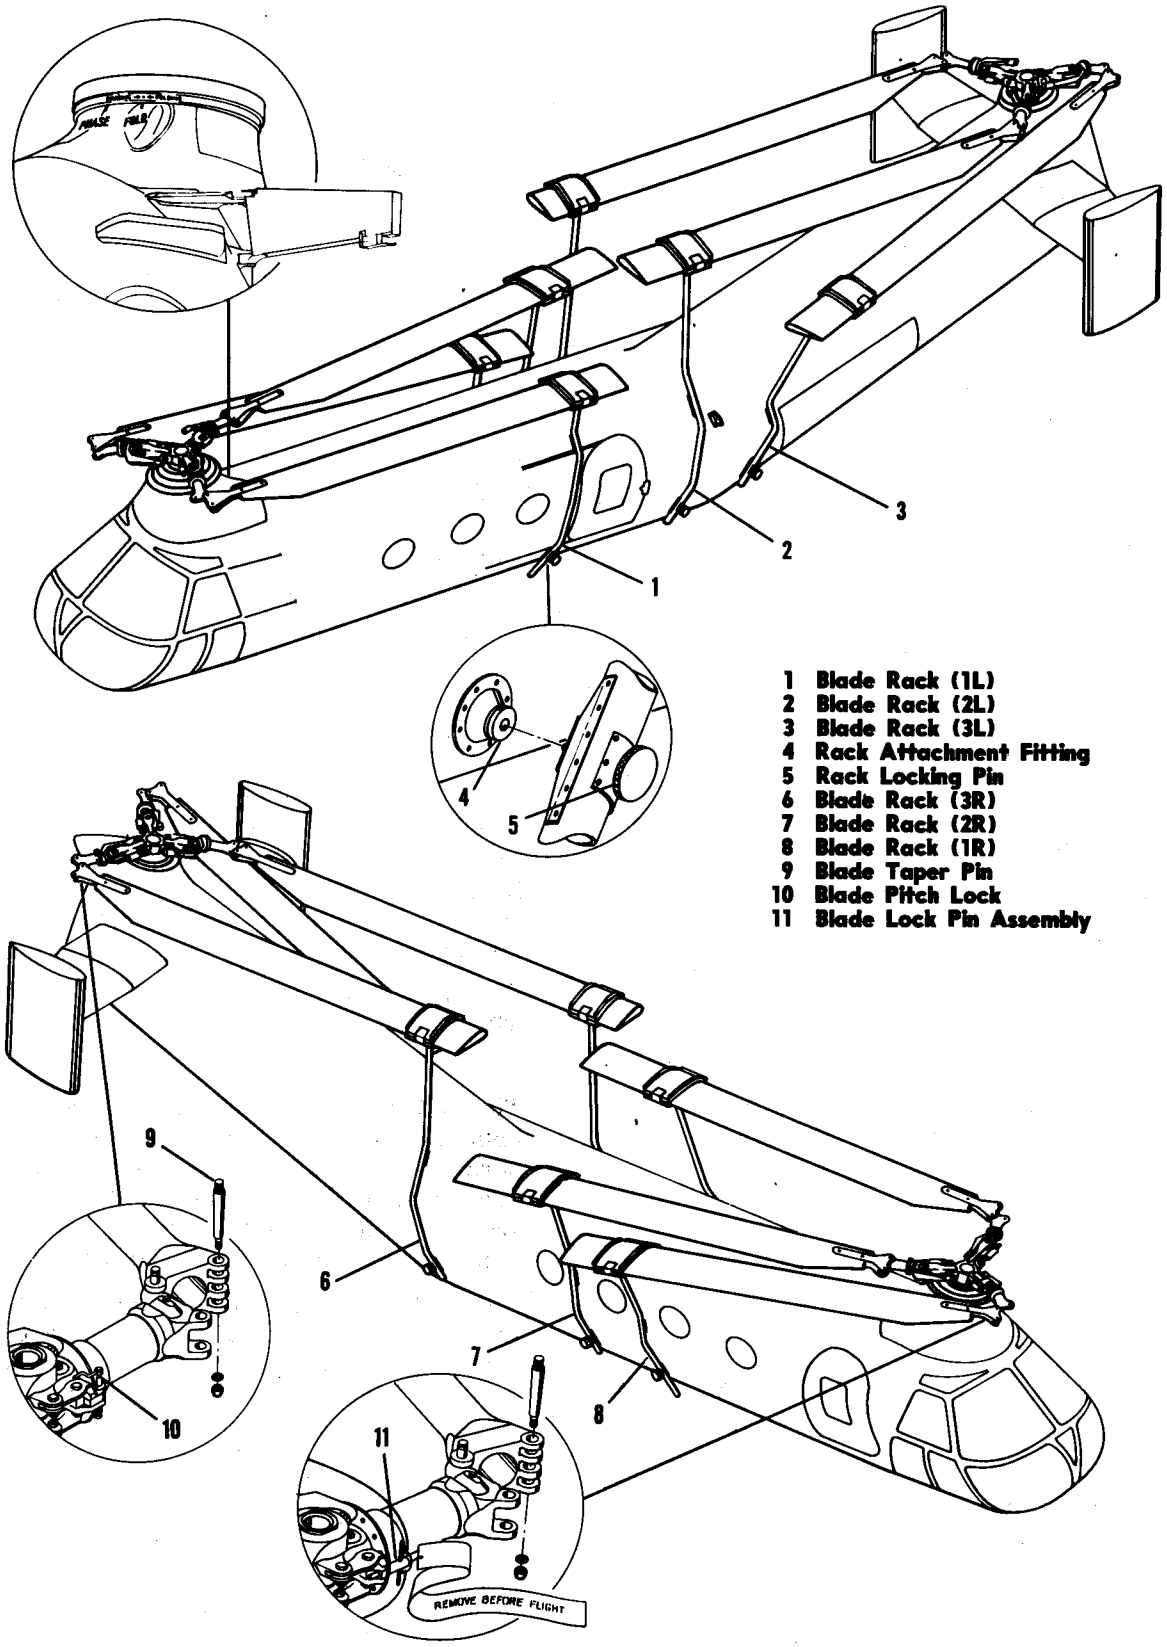

Figure 1-5. Blade Folding
1-44. ROTOR BLADE FOLDING. (See figure 1-5.) When placing the helicopter in storage or when preparing to move the helicopter into a confined area, the rotor blades should be removed. However, if blade removal is not desired, the blades may be folded as directed in the following paragraphs. Six blade racks marked 1R, 2R, 3R, 1L, 2L, and 3L are provided to fold and rack the rotor blades. Numbers corresponding to the blade rack number are stenciled on the fuselage sides at the rack attaching fittings. The rotor blades are folded without dephasing. Fold and rack the blades as follows:
d. Engage the pitch locks on the remaining five blades. On many hub assemblies the pitch bearing housings have been modified by removal of the pitch locks. To lock the housings on these hubs, install the pitch lock pins (11, figure 1-5).